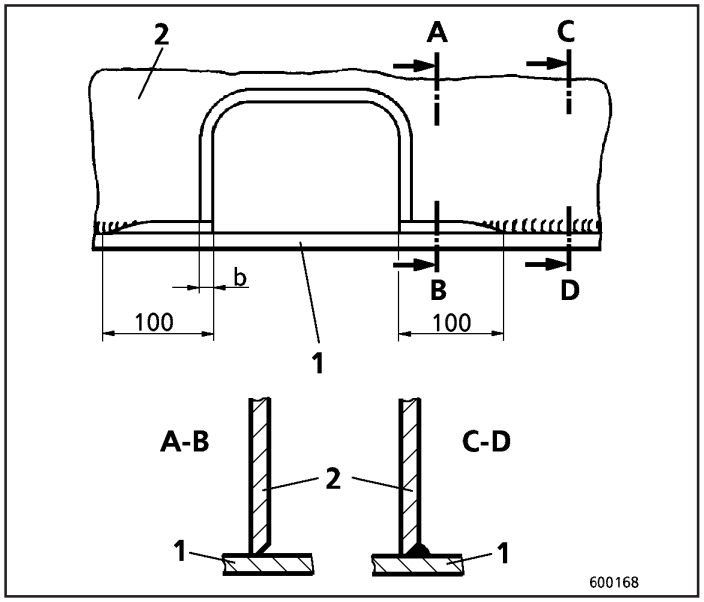

Fig.58
2. Abra rasgos longitudinais de aproximadamente 100 mm (Fig. 58) de comprimento entre a chapa de base (1) e a chapa lateral (2).